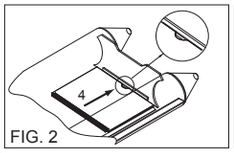

FIG. 2
4. Plaats de laatst genummerde plank (Plank 3 of 4) in het achterstuk van de boot en duw de plank onder de dwarsbalk. (FIG. 2)